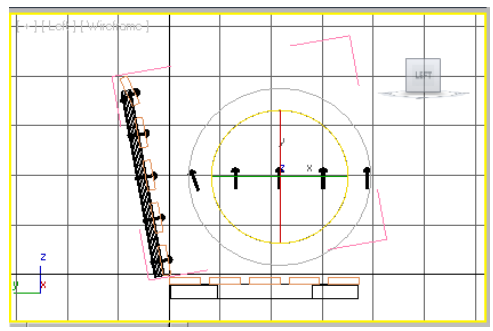

Figure 3-61 *Rotating the right side seat rivets in the Left viewport*
8. Invoke the **Select and Rotate** tool and select the *right side seat rivets* in the Left viewport. Move the cursor over the Z-axis. Now, press the left mouse button and drag the cursor in the counterclockwise direction to rotate *rivet001* until the angle of rotation in the **Z** spinner becomes **-90**, refer to Figure 3-61.